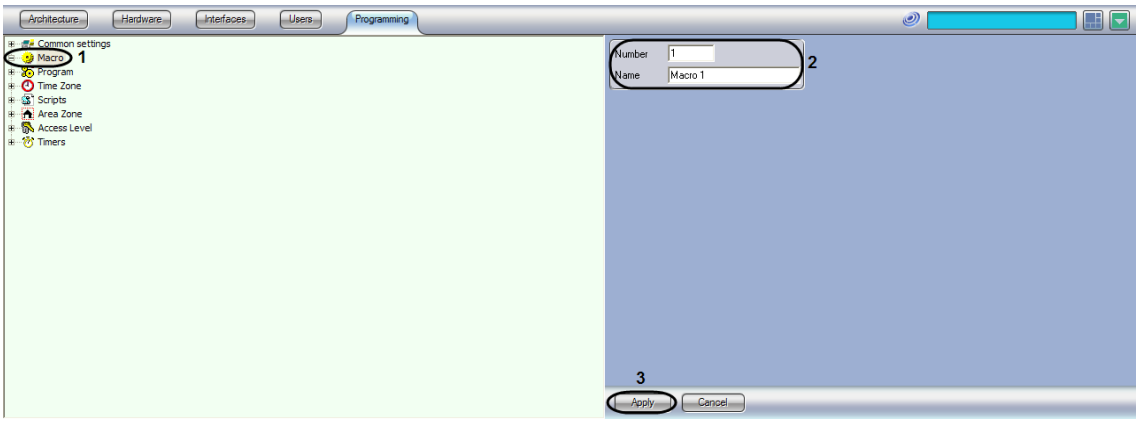

Figure 8.23-1. Creating the Macro object
a. Choose the Macro object in the objects tree of the Programming tab (Figure 8.23-1).